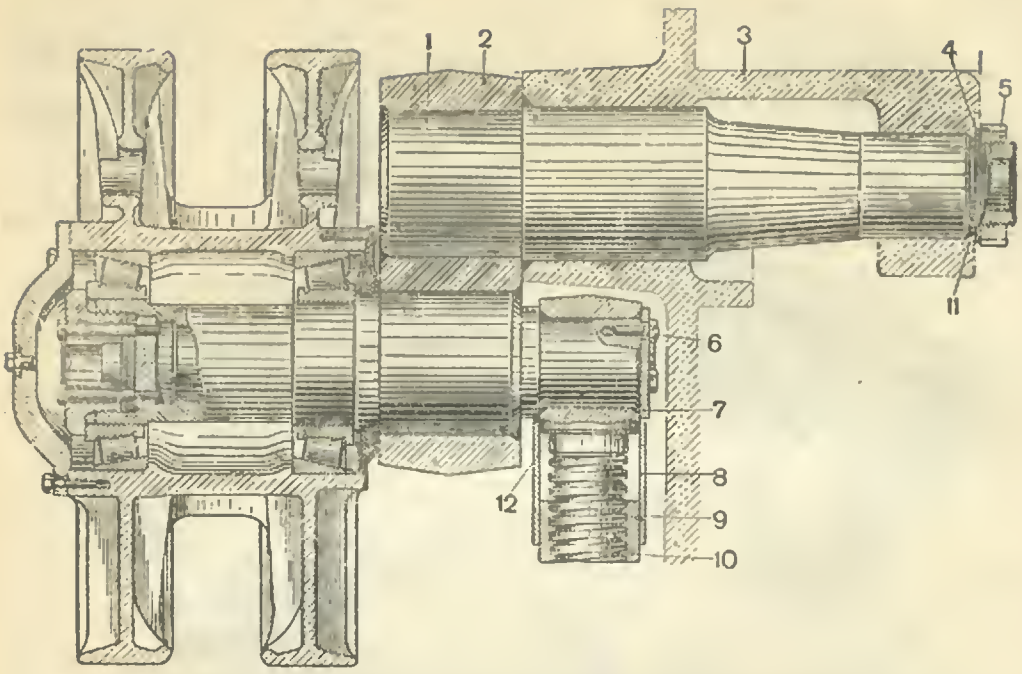

Рис. 198. Направляющее колесо с кривошипом (разрез):
Ось кривошипа *1* и ось ленивца *12* (рис. 198) напрессованы в горячем состоянии и заварены в щеке *2* кривошипа. Ось кривошипа вращается в кронштейне кривошипа *3*.
3. Отконтрить и отвернуть круглую гайку *5* (рис. 198) крепления оси кривошипа. Вынуть упорное кольцо.
5. Зазор между упорным кольцом *4* (рис. 198) и кронштейном кривошипа регулировать кольцами *11* в пределах 1,5—3 мм.